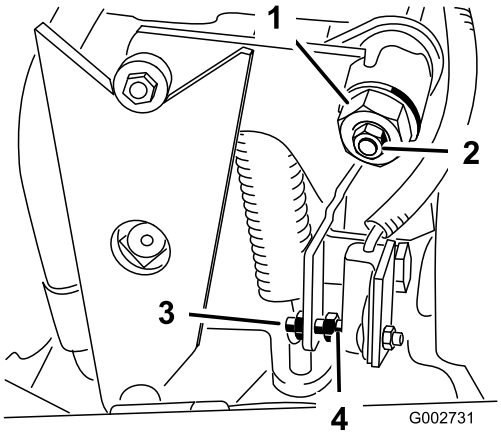

Figuur 32
4. Draai de borgmoer op de afstelnok van de tractie los (Figuur 32).
5. Start de motor en draai de zeskantige moer van de afstelnok (Figuur 32) in beide richtingen om de middelste positie van het bereik van de neutraalstand te bepalen.
3. Draai aan de stelschroef totdat de elektrodenafstand 1,5 mm ± 0,8 mm bedraagt (Figuur 32).